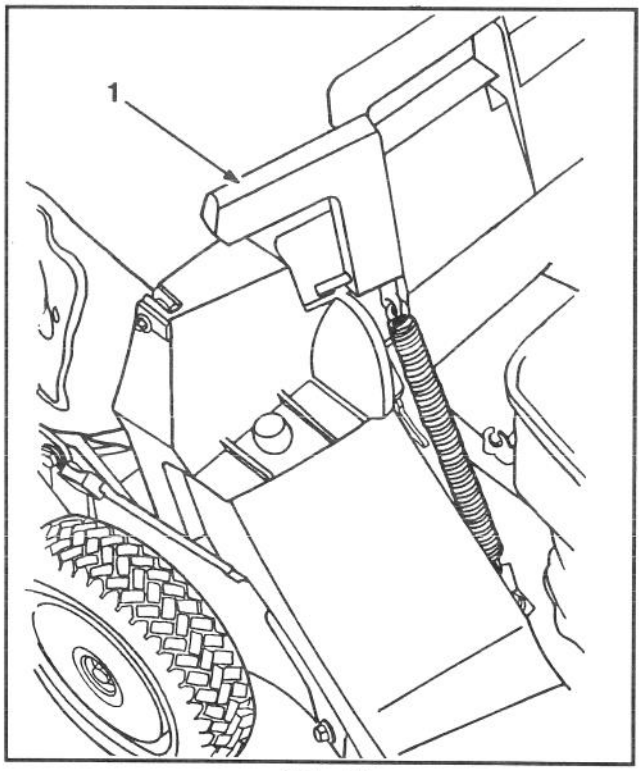

Abb. 14
4. Ziehen Sie den Griff der Auswurftür soweit nach vorne, bis der Stift aus der Sperrklinke ausrastet und bewegen Sie den Griff nach hinten, bis der Stift in die Sackeinkerbung einrastet (Abb. 14). Die Auswurftür im Mähergehäuse ist jetzt geöffnet.